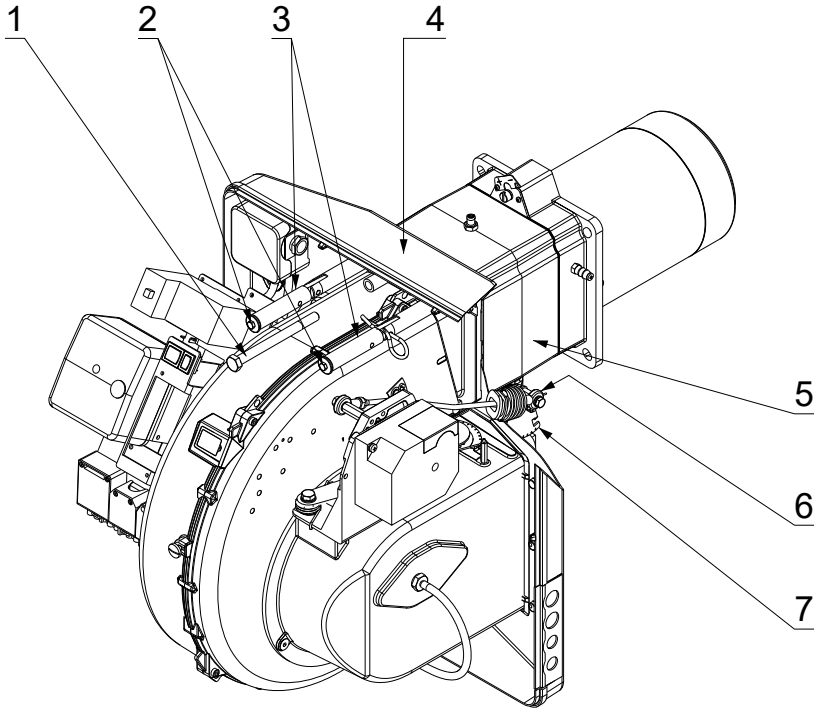

Рис. 17
- Установите горелку (4) (рис. 17) обратно на направляющие (3) (рис. 17) на расстоянии приблизительно 100 мм от соединительной муфты (5) (рис. 17) .
- Вставьте провод датчика и провод электрода, после чего сдвиньте горелку до муфты, горелка окажется в положении, как показано на рисунке (17).
- Установите винты (2) обратно в направляющие (3).
- Вставьте обратно шплинт в одну из направляющих (3) (для RS50).
- Закрепите горелку на соединительной муфте с помощью винта (1).
- Наденьте шарнирное соединение (6) на градуированный сектор (7).